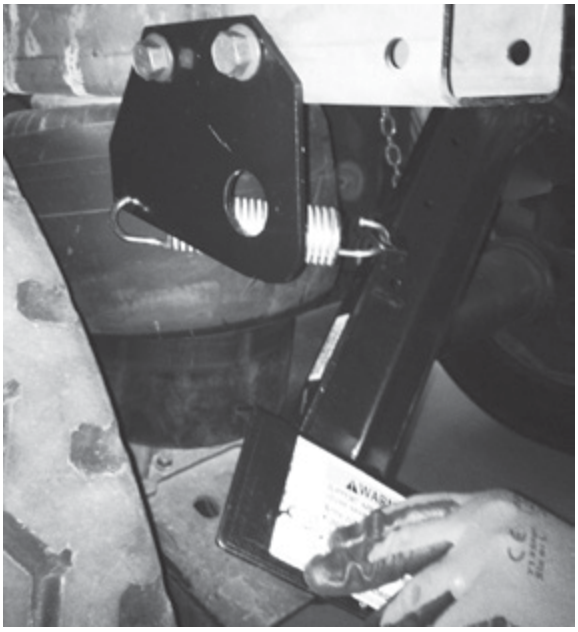

Figure 11: Arm raised above rail for spring installation
3. **Lift** roadside end of the support arm assembly, with attached spring, to roadside bracket and Insert the other end of spring into spring hole of the roadside bracket (Figure 11).
NOTE: To gain access and attach the spring in Step 3, the top of the roadside arm on the support arm assembly (Figure 11) must be raised up above the slider rail.